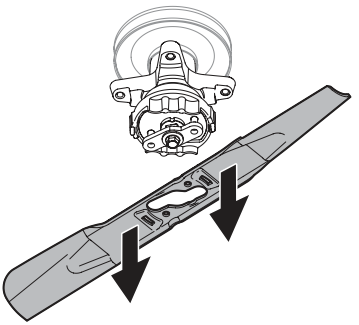

Fig. 49
5. Cuando el orificio del centro de la cuchilla se alinee con el retenedor de cuchillas del tractor, baje la cuchilla con cuidado (Fig. 49).